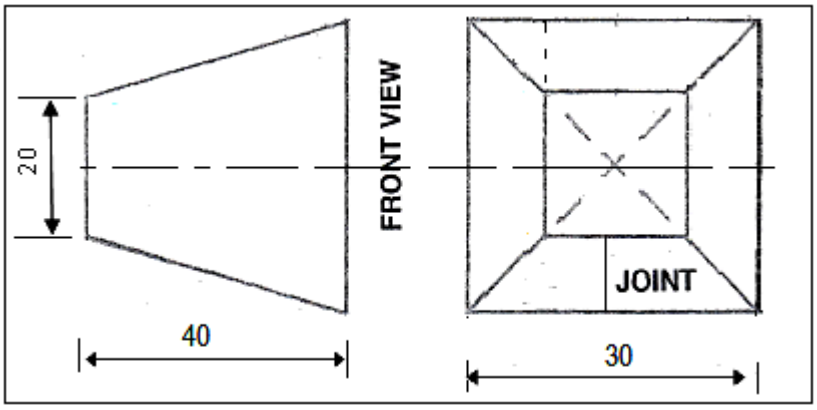

FIGURE 3
3.1 FIGURE 3 shows the development of a square to square truncated pyramid.